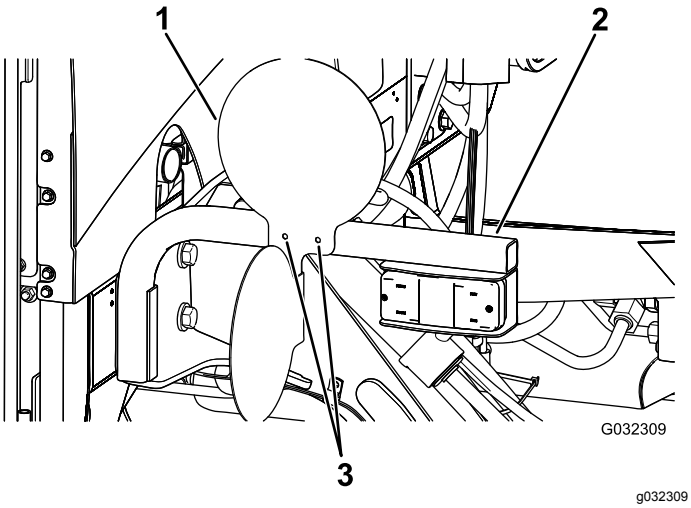

図 34
1. ライトキット用ブラケットについている穴にプレートを合わせる図 34。